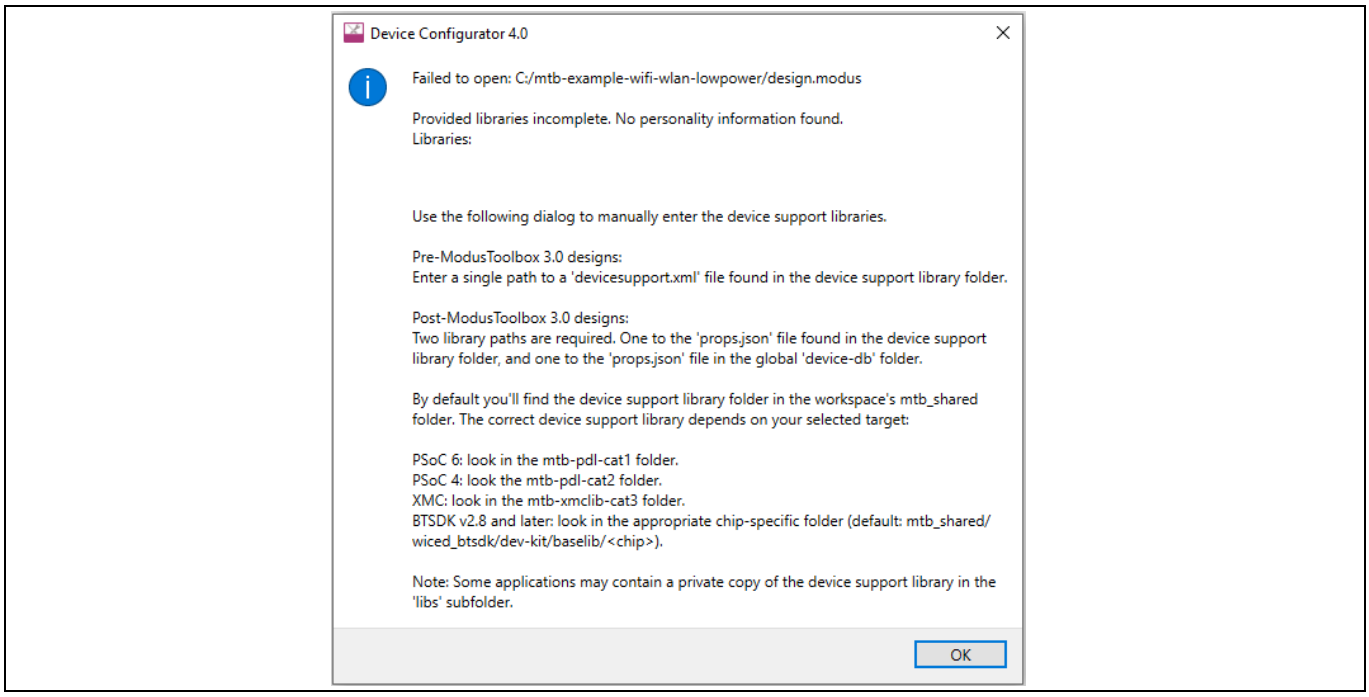

Figure 15　「デバイスサポートライブラリ」パスが見つからないエラー
4. Figure 15 に示すようなエラーメッセージが表示された場合は、[OK]をクリックし、以下の指示に従ってください。